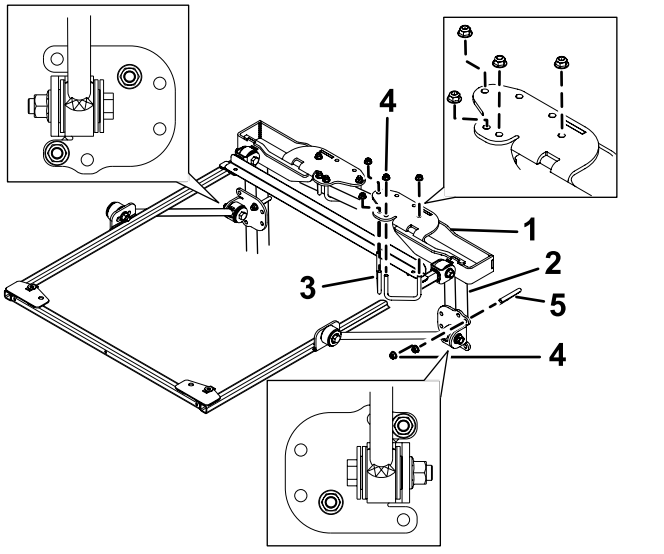

Figura 32
4. Posizionate le staffe di montaggio del ROPS sulla parte superiore del roll bar del trattorino (Figura 32). Assicuratevi che il roll bar sia centrato sulle staffe di montaggio del ROPS.
5. Utilizzando i fori di montaggio illustrati nella Figura 32, montate ciascuna delle staffe di montaggio del ROPS sulla parte superiore del roll bar con 2 bulloni a U (2¾") e 4 dadi flangiati.
6. Utilizzando i fori di montaggio illustrati nella Figura 32, fissate, senza serrarle, ciascuna delle staffe di ancoraggio ai montanti del roll bar con un bullone a U (4") e 2 dadi flangiati.